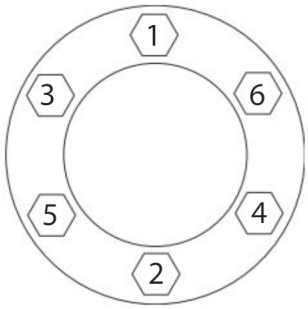

Figure 04 *Wheel Torque Sequence*
5. Tighten nuts or bolts to approximately 50 ft•lb torque using the tightening sequence in Figure 04.